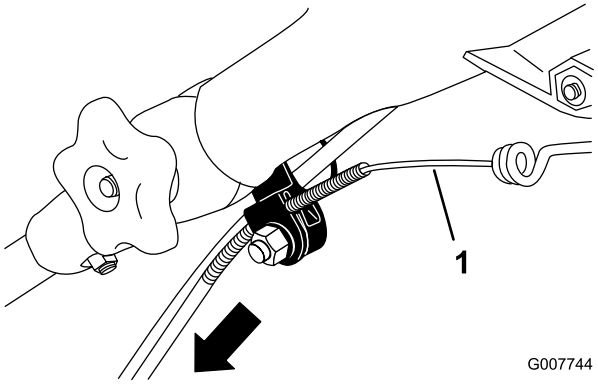

Figur 37
3. Dra kabelkappen nedover helt til du fjerner slakken i den eksponerte kabelen (Figur 37).